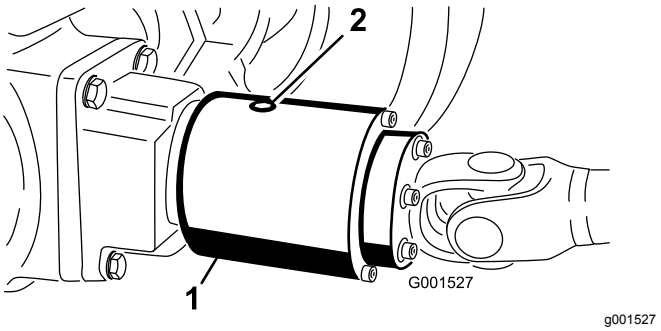

Figuur 63
3. Draai de koppeling zodanig dat de controleplug naar beneden wijst (Figuur 63).